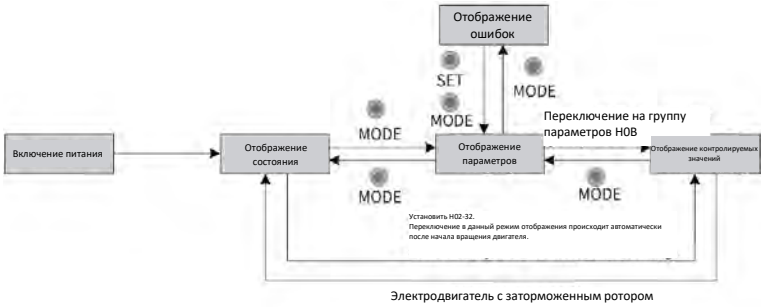

Рис. 1-2. Переключение между разными режимами отображения
- Для переключения между разными режимами на основе условий, показанных на *рис. 1-2 на стр. 12*, используется кнопка «MODE» (РЕЖИМ).